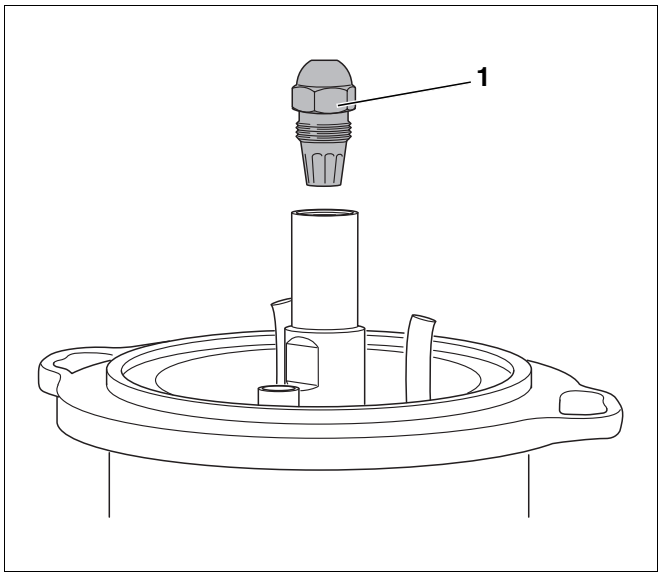

Fig. 28 Desmontaje de la tobera
- Suelte la tobera (fig. 28, **pos. 1**) con las dos llaves de anchura 16 y 19.